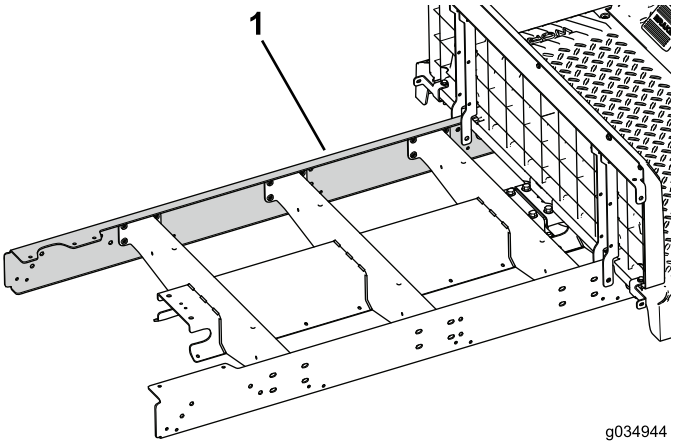

Figuur 73
5. Zet de verlengrail losjes op de linkerkant van de machine (Figuur 73).